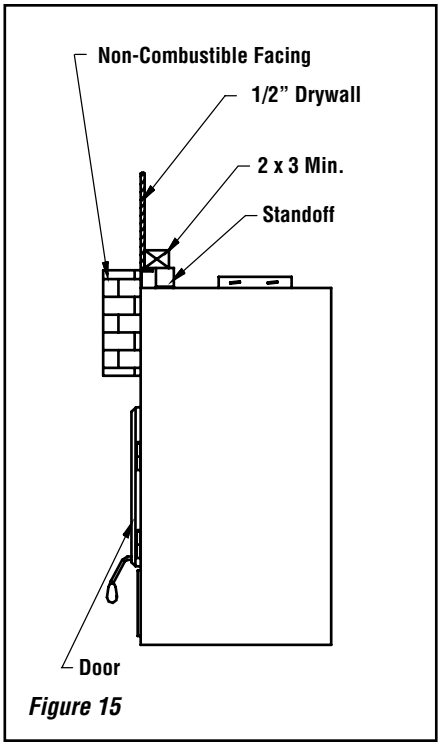

Figure 15
2. Non-combustible materials such as brick, stone or ceramic tile may project in front of and onto the fireplace facing *(**Figure 15**)*.